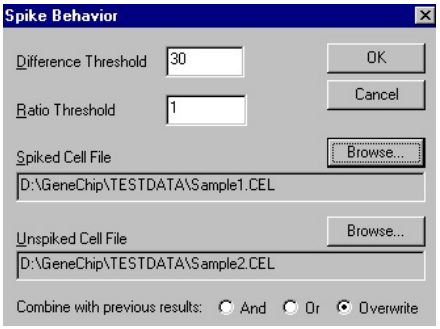

Figure G.51
⇒ The Spike Behavior dialog box appears **(Figure G.51)**.
⇒ This adds the selected .cel to the **Spiked Cell File** box **(Figure G.51)**.
6. To select an unspiked .cel, click **Browse** (lower button) in the Spike Behavior dialog box **(Figure G.51)**.
⇒ This adds the selected .cel to the **Unspiked Cell File** box **(Figure G.51)**.